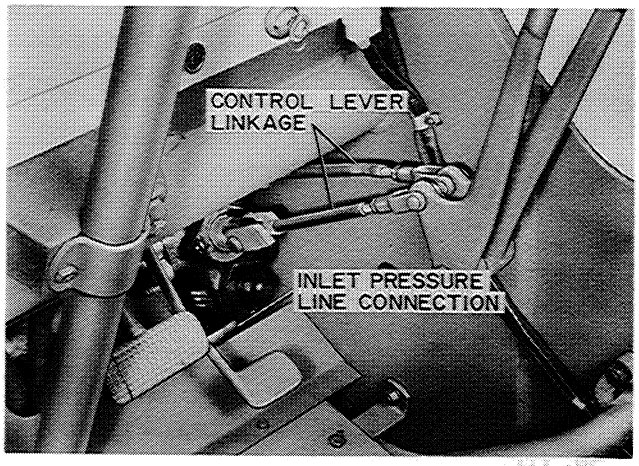

Figure D-84
4. Working from inside the loader cockpit, connect the control lever linkage, Figure D-84. Working from underneath, connect the inlet pressure line shown in Figure D-84.